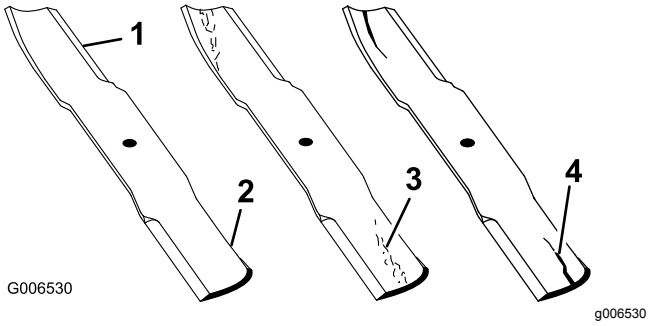

Figur 132
2. Undersök knivseggarna noggrant (i synnerhet där knivens flata och böjda del möts) enligt (Figur 132).
Obs: Kontrollera kniven innan du använder maskinen eftersom sand och slipande material kan slita bort metallen mellan knivens flata och böjda delar. Byt ut kniven om den är sliten (Figur 132).